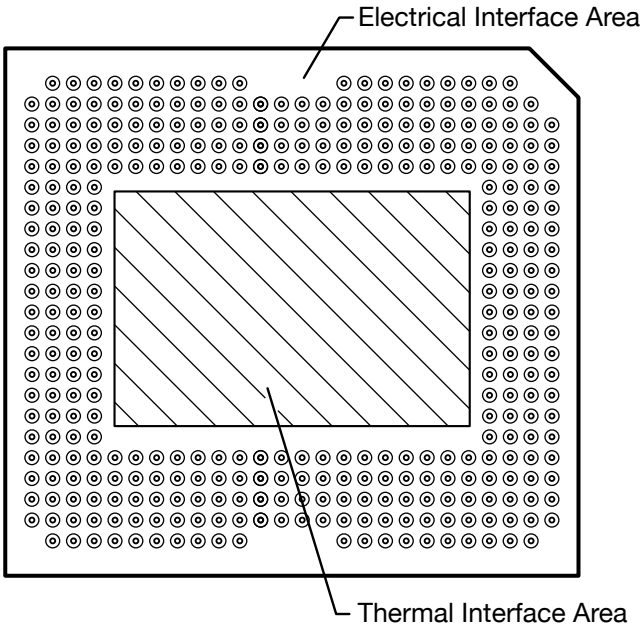

図 5-9. システム実装インターフェイスの荷重
(1) 負荷は、図 5-9 に示す対応する領域に均一に適用される必要があります。